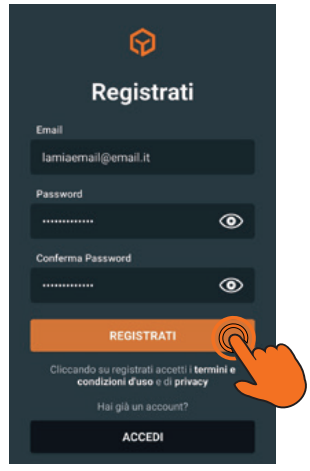

Fig.51
2. Inserire i campi richiesti (email e password) e premere "**Registrati**" (Fig.51);